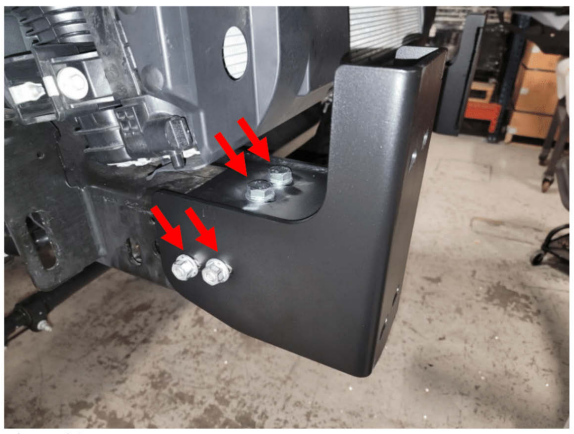

Figure 20.
20. Install the driver side and passenger side mountaing brackets (23102 and 23103) using the OE bolt strips along with the provided M14 hex head bolts, washers and nuts. Figure 20.